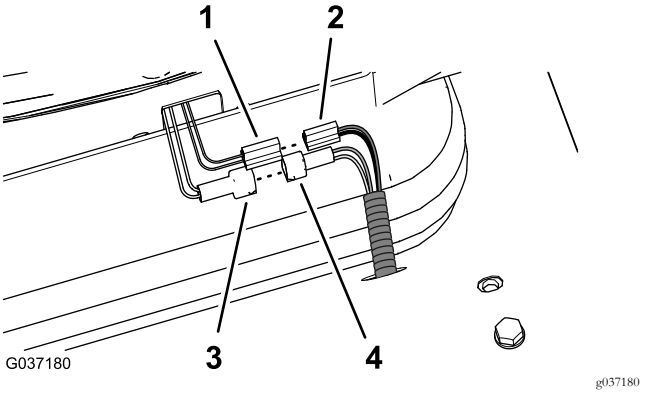

Figure 24
7. À l'arrière du siège, localisez le connecteur à 2broches du contacteur du siège (fils jaune et gris) et branchez-le au connecteur à 2 douilles du faisceau de relais (fils blanc et noir) comme montré à la Figure 24.
3. Branchez le connecteur à 2 lames de la suspension pneumatique du siège au connecteur à 2 douilles (fils noir et rouge) du faisceau de kit de 350 cm ; voir la Figure 24 sous Branchement du relais et du faisceau de câblage (modèle 02750) (page 9).